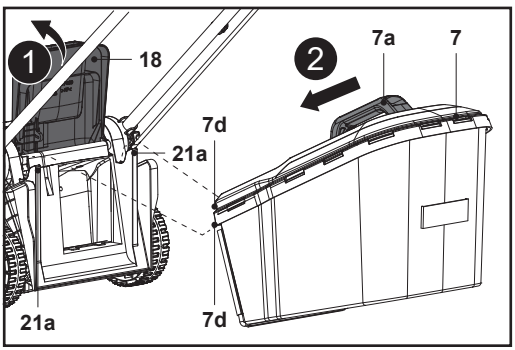

**Fig. 7**
4. Open the rear deflector guard (18) and hold it in position (Fig. 7, step 1).
5. Carry the grass catcher (7) by its carry handle (7a).
6. Align the two catcher hooks (7d) with the slots (21a) and hang the grass catcher (7) onto it (Fig. 7, step 2).
7. Carefully release the rear deflector guard (18) afterward.